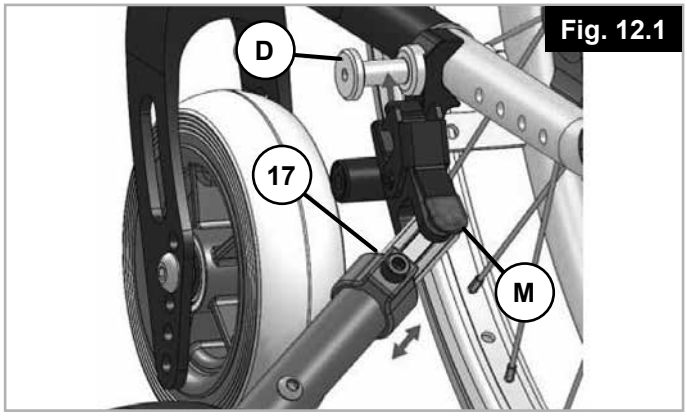

Fig. 12.1
Ouvrez les pinces en appuyant sur le bouton rouge (M) de chaque côté et dégagez le dispositif d'aide à la poussée du fauteuil (Fig. 12.1).